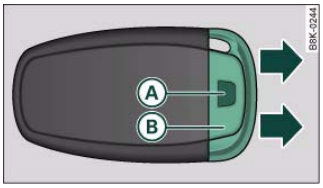

Fig. 29 Remote control key: Removing the emergency key
– Press the release button (A) ⇒ fig. 29. ▶